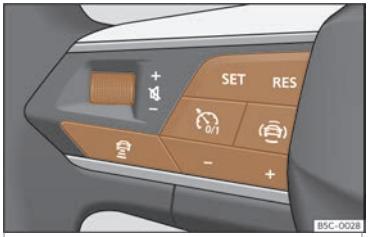

Fig. 156 No volante multifunción:botóns para manexar o ACC
O seu vehículo dispón de ACC se conta cun menú de configuración no sistema de Infotainment››› páx. 91, e se tes os botóns propios da función ACC no volante multifunción ››› fig. 156.
- Para comezar a regulación, prema o botón **SET**>>> **fig. 156** .
Para programar a velocidade prema os botóns **+** ou **–**>>> **fig. 156** ata a velocidade desexada. O axuste de velocidade realízase en intervalos de 10 km/h (5 mph).
- Prema o botón e, a continuación, o botón **+** ou **–**>>> **fig. 156** .